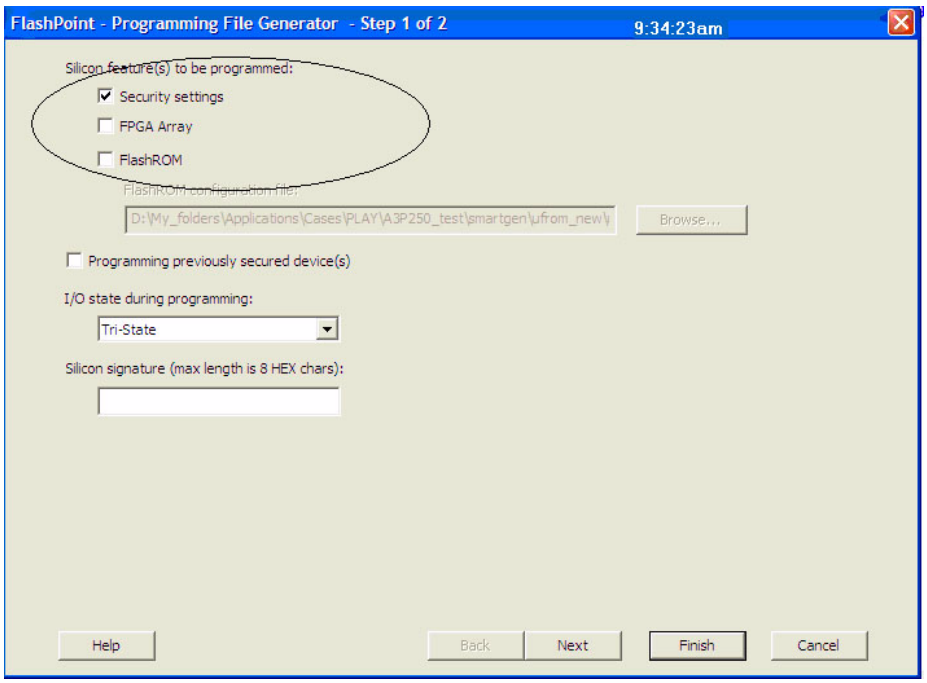
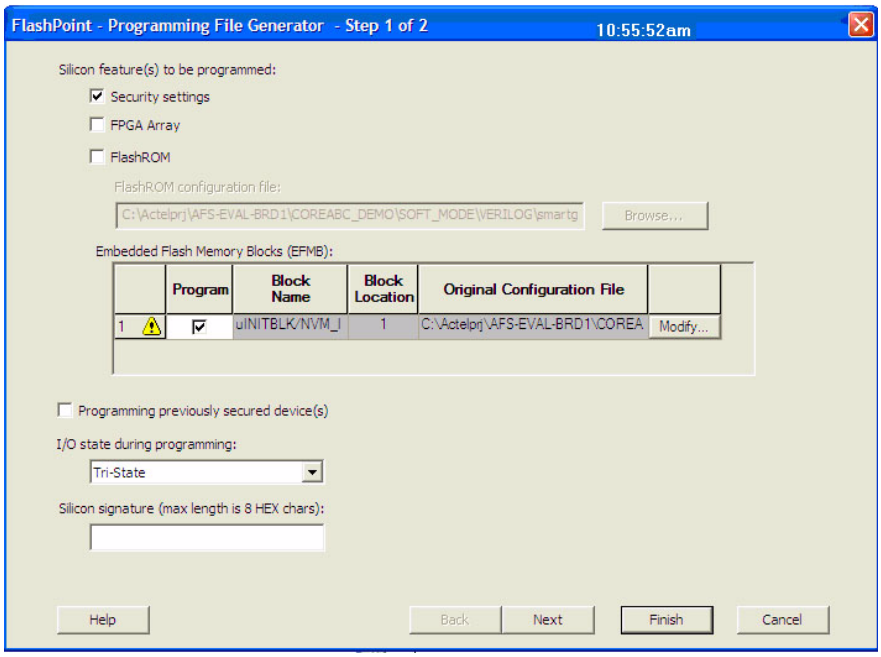

Figure 13-14 • **Programming IGLOO and ProASIC3 Security Settings Only**
Figure 13-15 • **Programming Fusion Security Settings Only**
1. Select only the **Security settings** option, as indicated in Figure 13-14 and Figure 13-15 on page 13-18. Click **Next**.